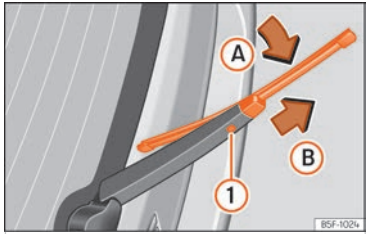

Fig. 194 Changing the rear wiper blade
- Rotate the blade lightly ››› Fig. 194 (arrow Ⓐ).
- Hold down the release button ① while gently pulling the blade in the direction of arrow Ⓑ.
- Insert a new blade of the **same length and type** in the rear wiper arm in the opposite direction to the arrow Ⓑ until button ① hooks into place.